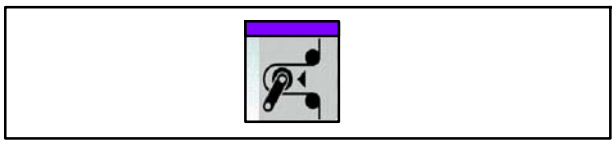

Fig. 50 Touche Enclencher/couper la tension de bande
1. Appuyer sur la touche Enclencher/couper la tension de bande (Fig. 50) pour couper la tension de bande
17. Appuyer sur la touche Enclencher/couper la tension de bande (Fig. 50) pour enclencher la tension de bande